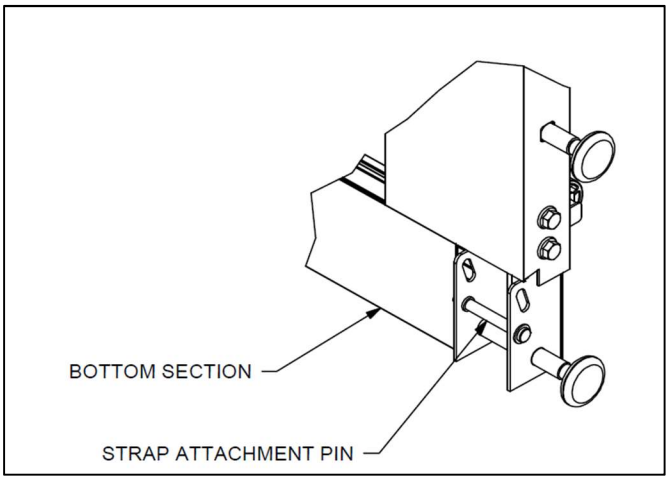

***Figure 14 - ATTACHING STRAP TO BOTTOM SECTION***
33. Remove the cotter pin in order to remove the strap pin shown in **Figure 14.**